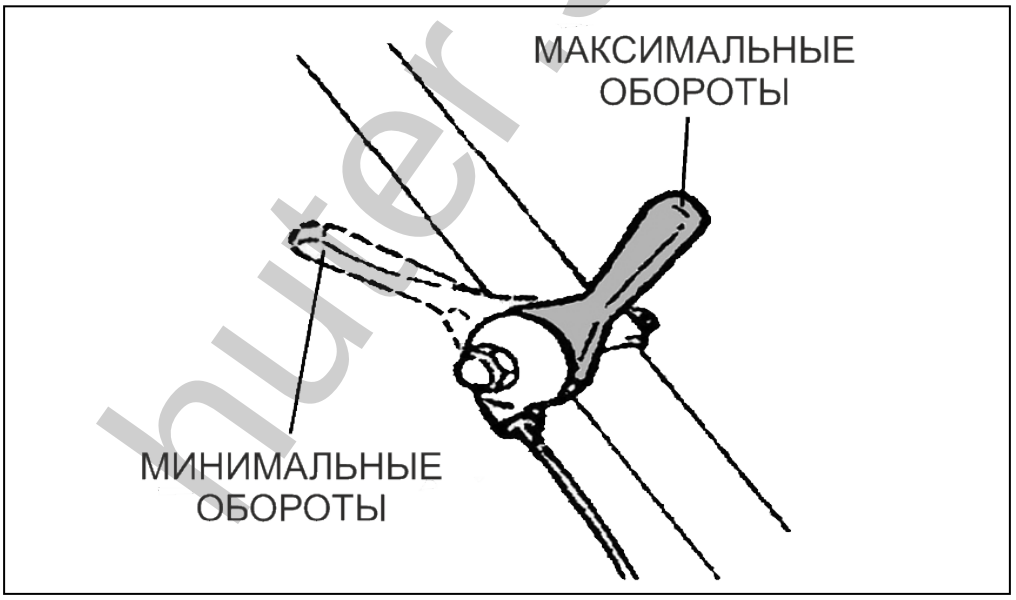

Рис. 14. Положения рычага газа.
4. Переставьте рычаг газа на 1/3 хода в сторону положения максимальных оборотов двигателя (Рис. 14).